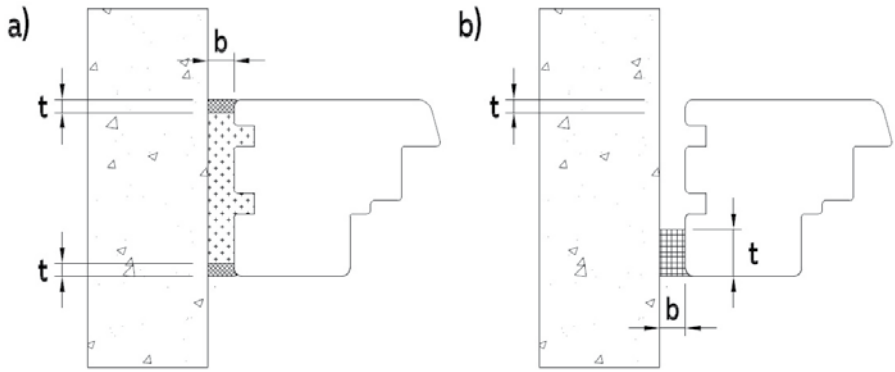

Rys. 6. Wymiary uszczelnienia:
a) dla mas trwale elastycznych (np. silikony) należy przestrzegać zasady, aby głębokość warstwy uszczelnienia „**t**" była co najmniej połową szerokości szczeliny „**b**", jednak nie mniej niż 6 mm (rys. 6 str. 10),
b) dla taśm impregnowanych rozprężnych paroszczelnych należy stosować wymiary odpowiednio dobrane do wielkości szczeliny (rys. 6 str. 10).